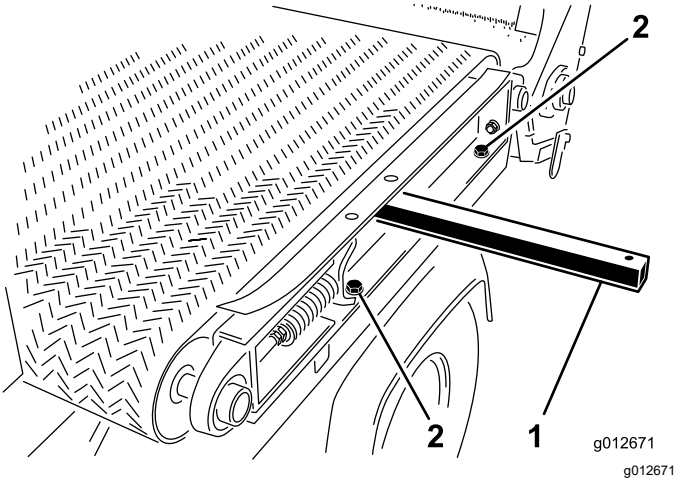

Figur 35
1. På venstre side av maskinen monterer du gliderammeskinnen på venstre skjerm (Figur 35) med de to hodeskruene og de to skivene som du fjernet i Demontere skyveplanet (side 23), og strammer hodeskruene.